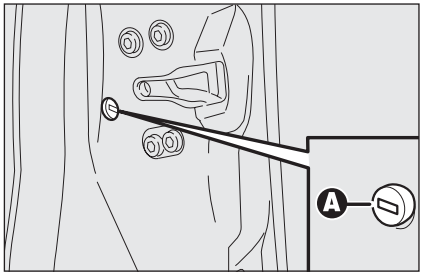

rys. 92
- ❒ włożyć wkładkę metalową kluczyka elektronicznego w gniazdo **A-rys. 92**;
- ❒ wyjąć kluczyk z gniazda **A-rys. 92** i następnie włożyć zaślepkę w drzwi.